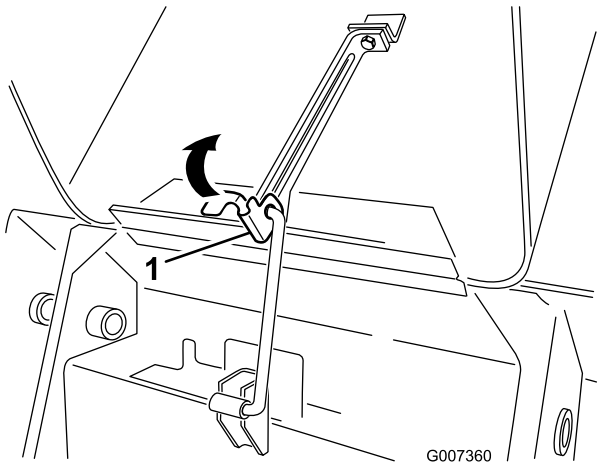

Figuur 27
1. Trek het lipje op de steunstang omhoog (Figuur 27)